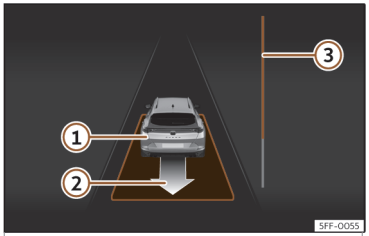

Abb. 182 Am Bildschirm des Kombi-Instruments: parallel zur Fahrbahn ausparken.
- Fahren Sie rückwärts, bis das Dauertonsignal des ParkPilot ertönt; **ODER:** fahren Sie zurück, bis am Bildschirm des Kombi-Instruments die Anzeige zur Vorwärtsfahrt erscheint. Die Fortschrittsanzeige ››› Abb. 182 ③ zeigt den zurückzulegenden Abstand an ››› Seite 298.